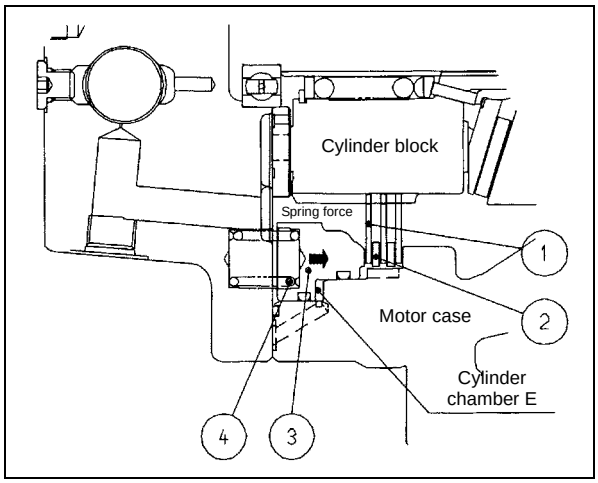

Figure 19. Parking brake engaged state
B. Operating the parking brake (Figure 19)